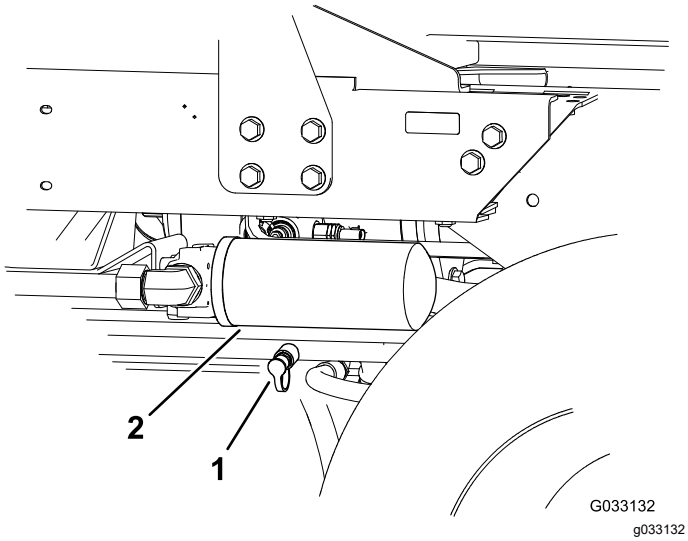

Рисунок 76
2. Подсоедините гидравлический шланг между диагностическими штуцерами, установленными в задний тяговый коллектор и в контрольное отверстие давления обратной тяги (Рисунок 76).